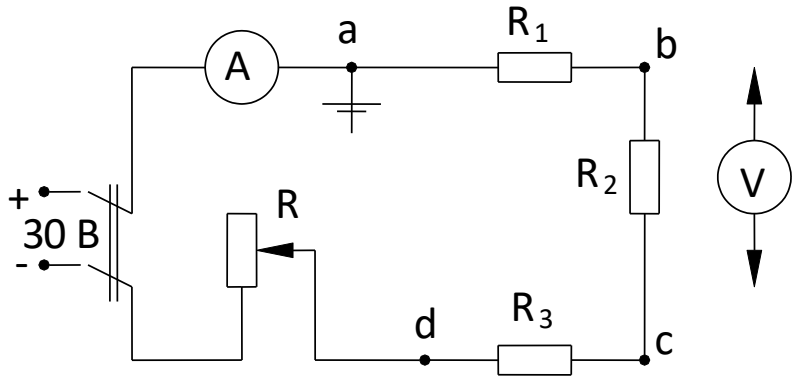

Рисунок 5 – Схема неразветвленной электрической цепи
Объектом исследования является неразветвленная и разветвленная электрические цепи постоянного тока (рисунок 5, 6).
Напряжения на участках цепи (рисунок 5) измеряют вольтметром со свободными концами. При измерении потенциалов точек один зажим вольтметра следует соединить с точкой – «а», потенциал которой принять
1. Собрать неразветвленную, а затем разветвленную электрические цепи (рисунок 5, 6). Произвести измерения токов, напряжений. Данные измерений занести в таблицу 1, 2.
Рассчитать общее сопротивление цепи при R1 = 10Ом, R2 = 20Ом, R3 = 30Ом, R4 = 40Ом, R5 = 50Ом, R6 = 60Ом на рис.5.
Решение: Найдем общее сопротивление резисторов R1 и R2. Между собою они соединены последовательно. Тогда общее их сопротивление R1,2 = R1 + R2 = 10 + 20 = 30Ом. И схема примет вид рис.5а. Упростив правое плечо схемы, где сопротивления R4, R5, R6 соединены тоже последовательно, получим R4,5,6 = R4 + R5 + R6 = 40 + 50 + 60 = 150Ом. Найдем общее сопротивление трех параллельно соединенных сопротивлений по формуле $\frac{1}{R}=\frac{1}{R1}+\frac{1}{R2}+\frac{1}{R3}$ = 1/30 + 1/30 + 1/150 = 0,033 + 0,033 + 0,0067 = 0,073 (1/Ом). Соответственно просто R = 1/0.073 = 13.7Ом. Можно было также вычислить общее сопротивление сопротивлений R1,2 и R3 по формуле $R=\frac{R1*R2}{R1+R2}$. Получилось 15Ом. Проверьте сами. Это сопротивление после упрощения будет включено параллельно с сопротивлением R4,5,6. По этой же формуле находим: R = 15*150/(150+15) = 13,6Ом.
Имеется 8 сопротивлений по 10 Ом. Необходимо их все соединить так, чтобы общее сопротивление составило 20 Ом. Решение: Есть два варианта исполнения - либо соединить два сопротивления по 40 Ом параллельно и тогда их общее сопротивление будет равно половине каждого согласно формуле $R = \frac{R1*R2}{R1 + R2}$, либо сделать цепочку из четырех последовательно соединенных сопротивлений по 5 Ом, каждое их которых будет состоять из 2-х параллельно соединенных сопротивлений по 10 Ом. Первый вариант исполнения показан на рис.5а1, второй на рис.5а2
рис.5а2
рис.5а1